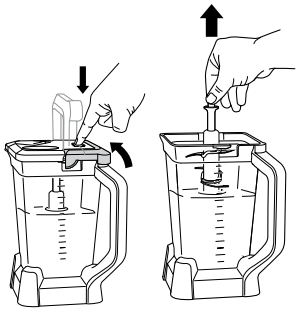
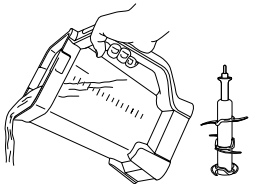

*Fig. 1* *Fig. 2*
*Fig. 3*
**16b** Para las mezclas más espesas que no pueden vaciarse por el pico vertedor, retire la tapa y la unidad de cuchillas apiladas antes de verter el contenido de la jarra. Para retirar la tapa, presione el botón LID RELEASE (liberación de la tapa) y levante el asa **(Fig. 1)**. Para quitar la unidad de cuchillas, sujete con cuidado la parte superior del eje **(Fig. 2)**. Luego, puede vaciarse la jarra **(Fig. 3)**.